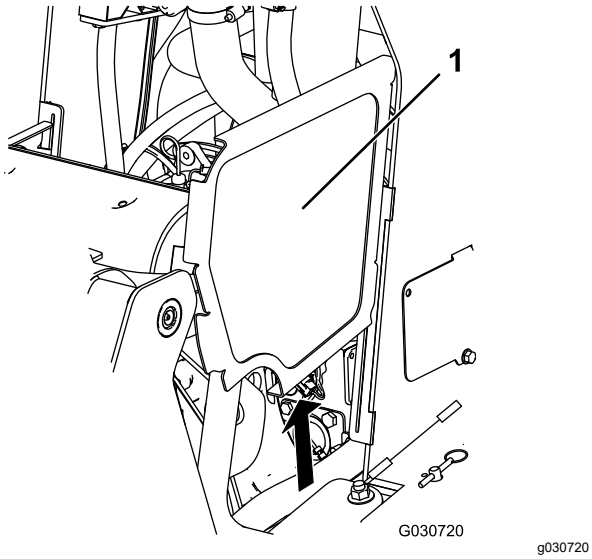

Figura 35
2. Deslice las rejillas laterales (Figura 35) hacia arriba y retírelas de las ranuras de la rejilla delantera y del bastidor.